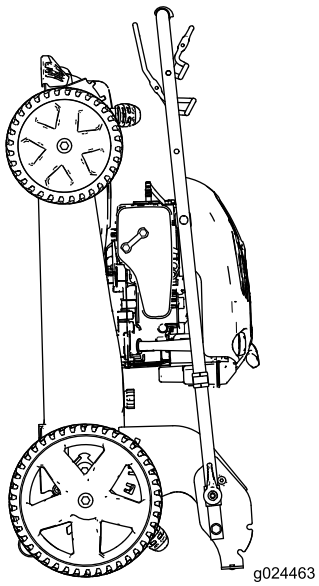

Bild 19
6. Heben Sie die Vorderseite der Maschine am Holm an und stellen sie in den Lagerplatz (Bild 19).